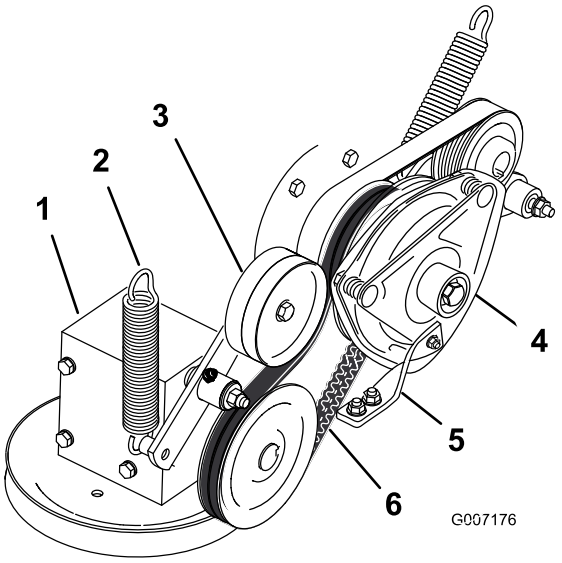

Figuur 73
4. Haal de veer van de arm van de spanpoelie (Figuur 73).
7. Leg de nieuwe aandrijfriem om de koppelingspoelie en de poelie van de tandwielkast (Figuur 73).
9. Monteer de veer op de arm van de spanpoelie (Figuur 73).